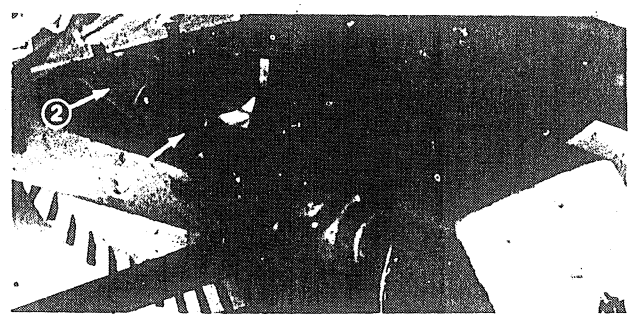

Figure 2
3. Lower cutting unit, remove pins from height of-cut brackets (4).
5. Stop engine and slide cutting unit away from traction unit and frame separating male and female section of PTO shaft (Fig. 2).